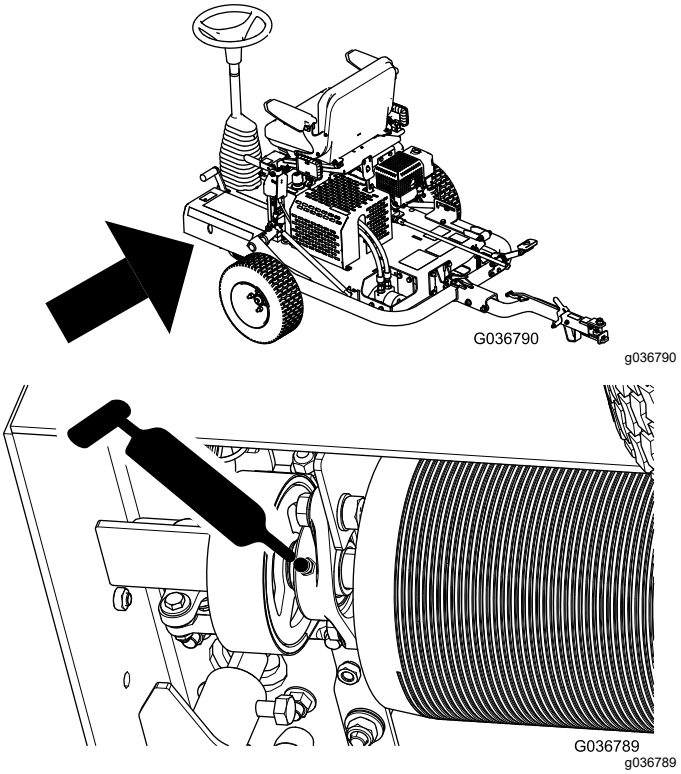

Рисунок 25
3. Закачайте консистентную смазку в масленку, как показано на Рисунок 25.